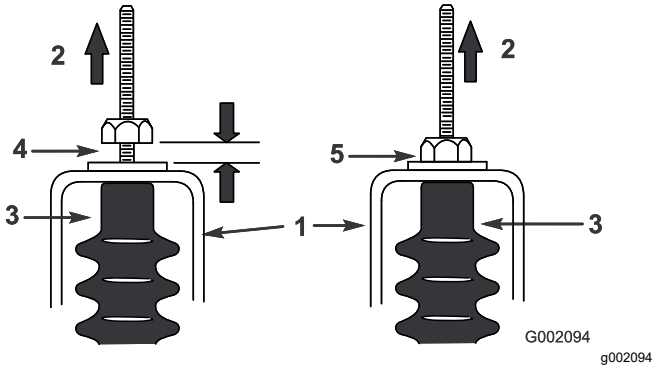

Figur 62
5. Træk begge skiftekabler op for at sikre, at der er en afstand på 0,76-1,52 mm mellem møtrikken/spændeskiven og den neutrale konsol (Figur 62).